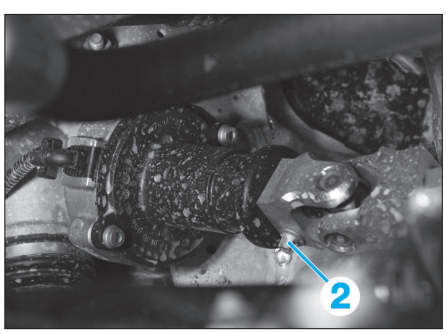

Fig. 16
• Désaccoupler l’arbre inférieur de direction au niveau du boîtier de direction. Pour cela, déposer la vis (2) **(Fig.16)**.